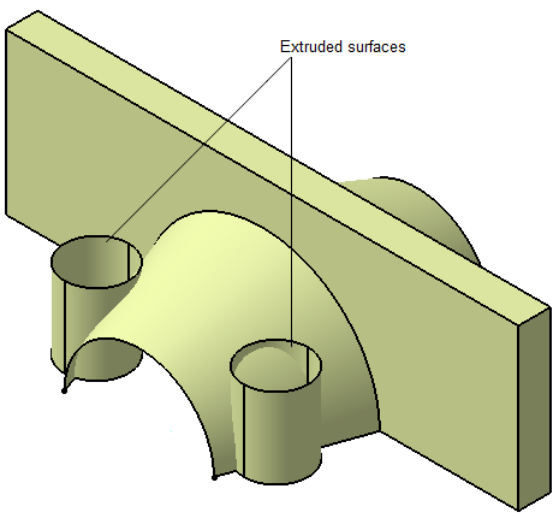

Figure 17-111 The extruded surfaces
2. Choose the **Extrude** tool from the **Surfaces** toolbar; the **Extruded Surface Definition** dialog box is displayed. Select the sketches using the **Profile** selection box, keeping the direction as default in the **Direction** selection box. Enter **40** in the **Dimension** spinner under the **Limit1 Type** drop-down list and enter **0** in the **Dimension** spinner under the **Limit2 Type** drop-down list and choose the **OK** button; the **Multi-Result Management** dialog box is displayed. Select the **keep all the sub elements** option from this dialog box and choose the **OK** button . Figure 17-111 shows the extruded surfaces.